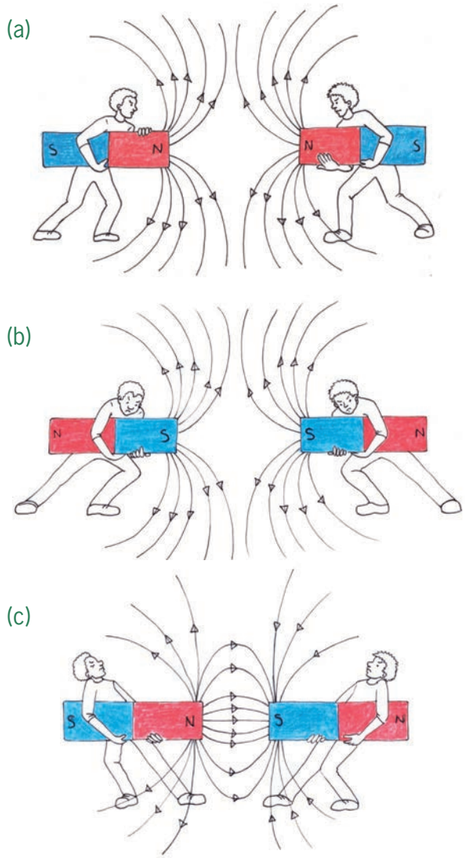

Figure 7
1. Hold a bar magnet in one hand and put another bar magnet on your desk. Bring the north pole of the magnet in your hand close to the north pole of the magnet on the desk. Write down what happens when you bring the north poles of the two bar magnets closer together (Figure 7(a).
2. Now bring the south pole of one of the bar magnets close to the south pole of the other bar magnet. Write down what happens when you bring the south poles of the two bar magnets closer together (Figure 7(b).
3. Now bring the north pole of one bar magnet close to the south pole of the other bar magnet. Write down what happens when you bring the north pole close to the south pole (Figure 7(c).
The lines in the drawing should look like the lines drawn in Figure 7(c)
Do your field lines look like those in Figure 7(c), where the magnets attract each other?
The lines in the drawing should look like the lines drawn in Figures 7(a) and (b).
Do your field lines look like those in Figures 7(a) and (b), where the magnets repel each other?